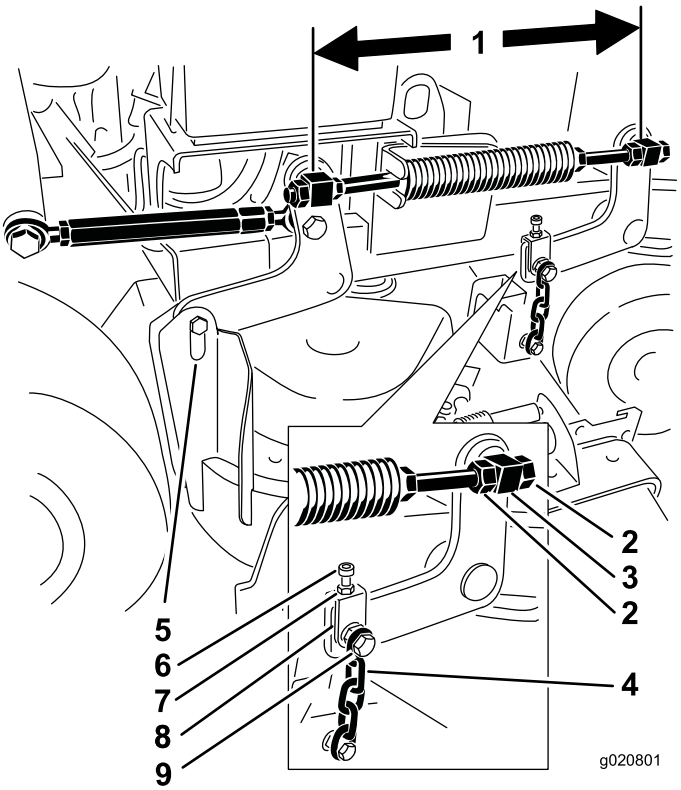

Figur 82
6. Kontrollera avståndet mellan lekarna. Mät i mitten av lekarna (längden från mitt till mitt) på den gängade stången. Kontrollera att längden är 49,5 cm för klippdäck på 91 cm och 43,7 cm för klippdäck på 102 cm (Figur 82).
11. Om avståndet behöver justeras lossar du den övre kedjans skruv (Figur 82).
6. Lossa den övre kedjans skruvar (Figur 82).